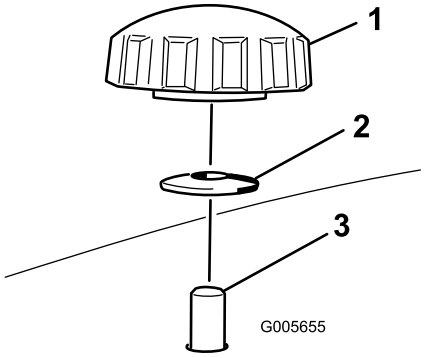
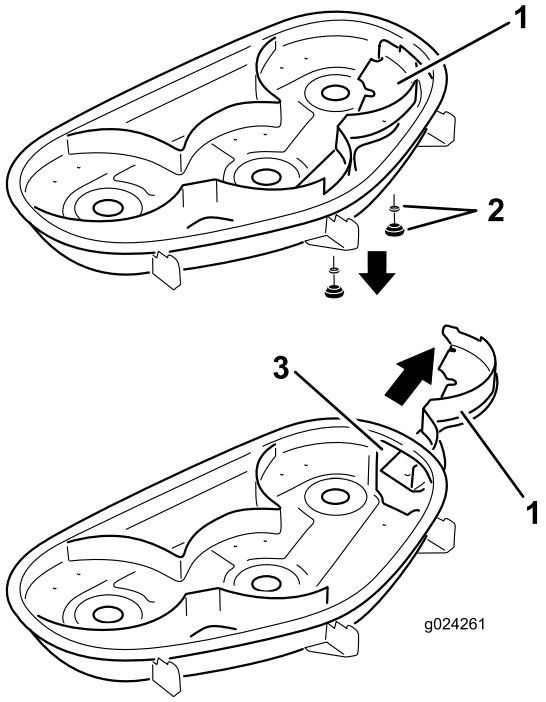

Figuur 29
Figuur 30
4. Verwijder de 2 knoppen en de klemringen waarmee de rechterplaat is bevestigd aan het maaidek (Figuur 29).
5. Verwijder vervolgens de rechterplaat en laat de grasgeleider over de uitwerpopening zakken zoals wordt getoond in Figuur 29 en Figuur 30.
5. Schuif de rechterplaat onder het maaidek en bevestig het met 2 knoppen en klemringen (holle kant gericht naar het maaidek) zoals wordt getoond in Figuur 29 en Figuur 30.